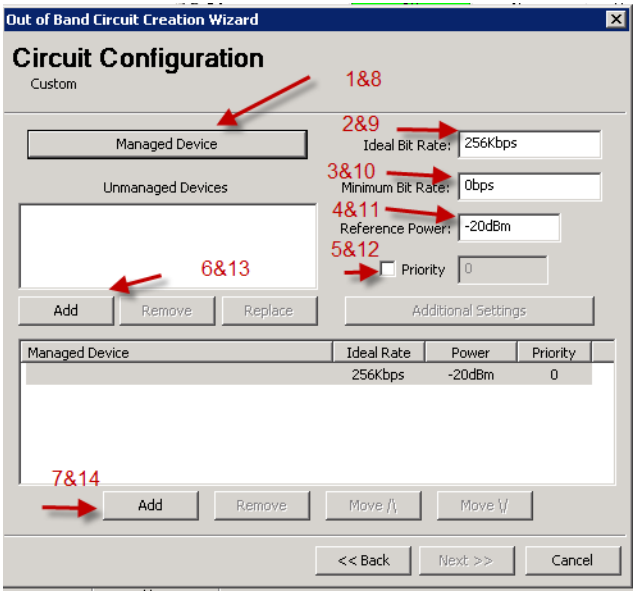

Figure 7-24 Circuit Configuration, Custom
4. Click the **Next** button to display the **Circuit Configuration** dialog (figure 7-24).